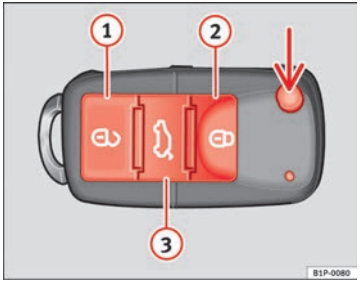

Fig. 62 Tasti della chiave con telecomando
Con il tasto ⇒ fig. 62 (freccia) del telecomando, si sblocca lo scatto della chiave.
Sblocco del veicolo ⇒ fig. 62 1.
Tasto di chiusura ⇒ fig. 62 2.
Sblocco del portellone posteriore. Tenere premuto il tasto ⇒ fig. 62 3 fino a quando lampeggiano brevemente tutti gli indicatori di direzione. Dopo aver premuto il tasto di sblocco 3, si hanno 2 minuti per aprire il portellone. Una volta trascorso questo periodo si blocca di nuovo.
Inoltre, la spia della pila della chiave ⇒ fig. 62, lampeggia.
Premere una sola volta il tasto ⇒ fig. 62 1, per aprire la porta del conducente, le altre porte rimarranno chiuse. ▶
Per aprire le serrature di tutte le porte si deve premere due volte il tasto ⇒ fig. 62 (1).
– Premere il tasto ⇒ fig. 62 del telecomando.